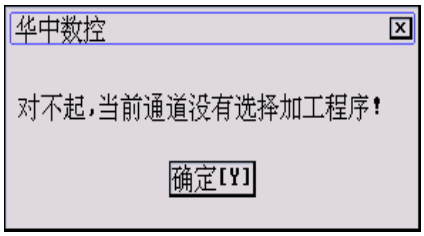

图 5.1.10 提示没有加工程序
(2) 按 Enter 键，如果当前没有选择加工程序，将弹出如图 5.1.10 所示对话框，否则编辑器将调入“正在加工的程序”到编辑缓冲区；